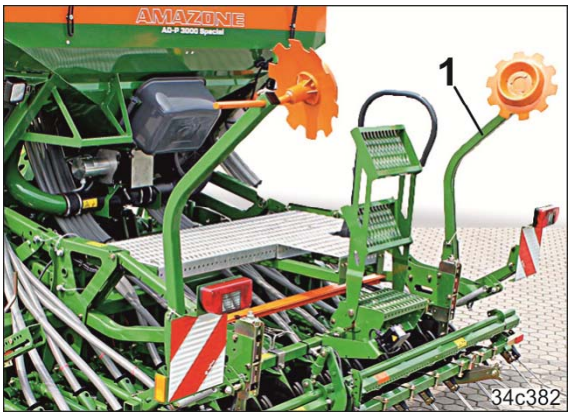

Fig. 163
6. Den Spurscheibenträger (Fig. 163/1) anheben.